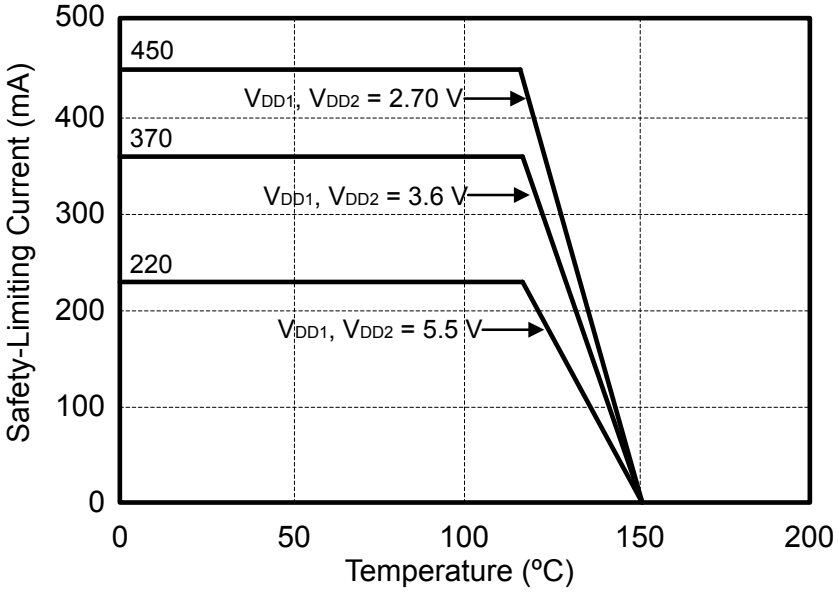
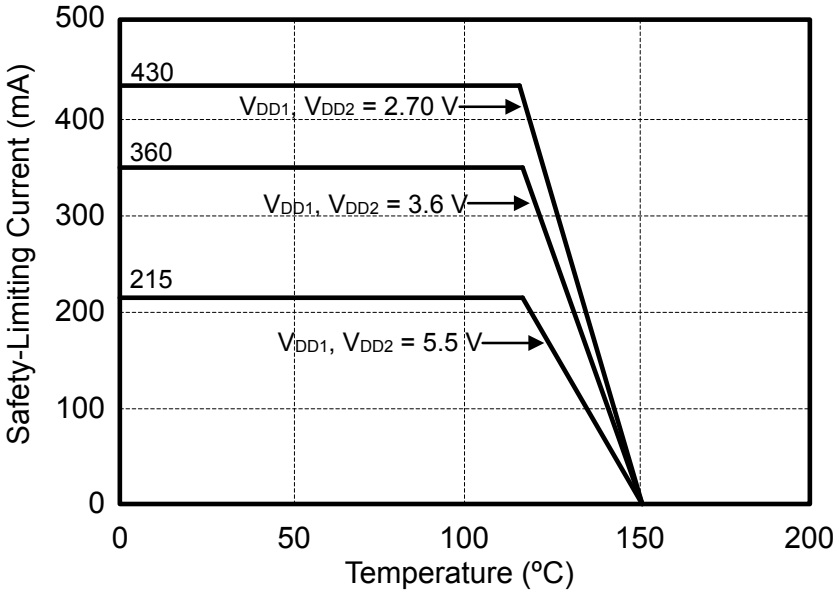
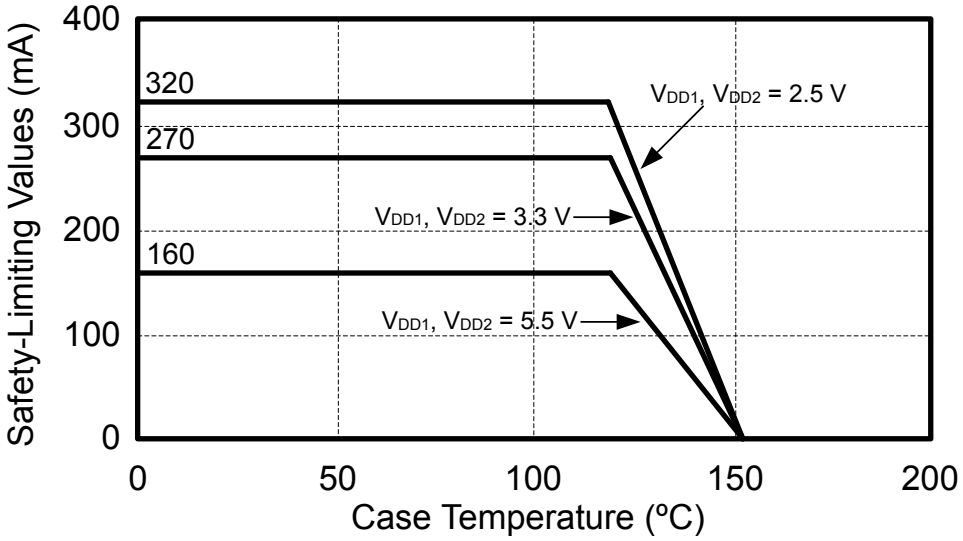
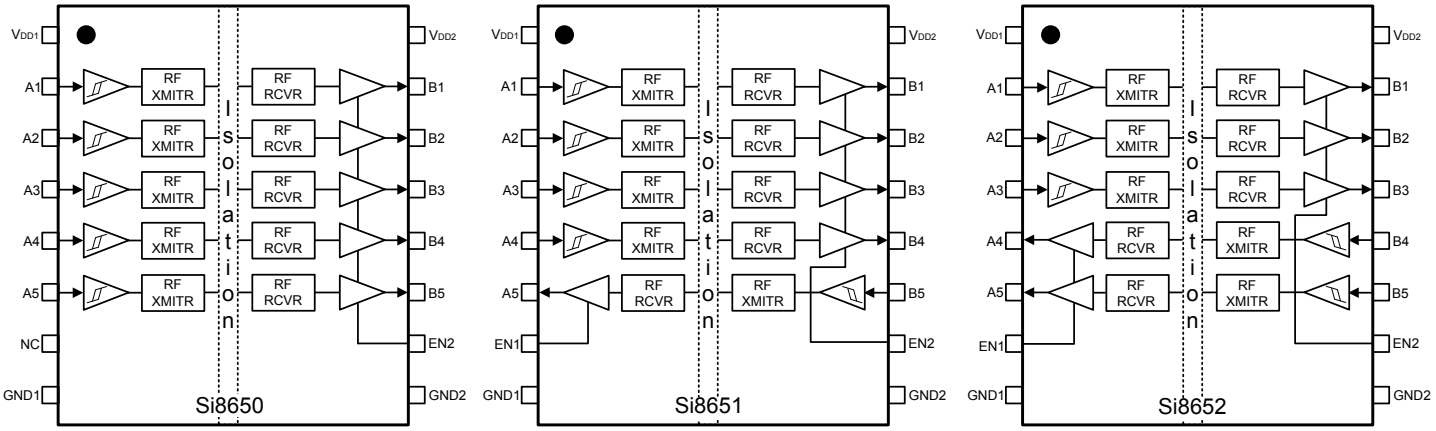

**Figure 4.4. (WB SOIC-16) Thermal Derating Curve, Dependence of Safety Limiting Values with Case Temperature per DIN EN 60747-5-2**
**Figure 4.5. (NB SOIC-16) Thermal Derating Curve, Dependence of Safety Limiting Values with Case Temperature per DIN EN 60747-5-2**
**Figure 4.6. (NB SOIC-8) Thermal Derating Curve, Dependence of Safety Limiting Values with Case Temperature per DIN EN 60747-5-2**
**Figure 5.4. Si865x Pin Descriptions**
1. Maximum value allowed in the event of a failure; also see the thermal derating curve in Figure 4.4 Figure 5.4 on page 28, Figure 4.5 Figure 5.5 on page 28 and Figure 4.6 Figure 5.6 on page 29.